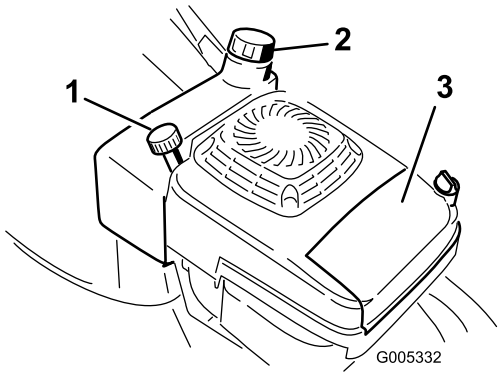

Figur 9
1. Gör rent omkring tanklocket (Figur 9).